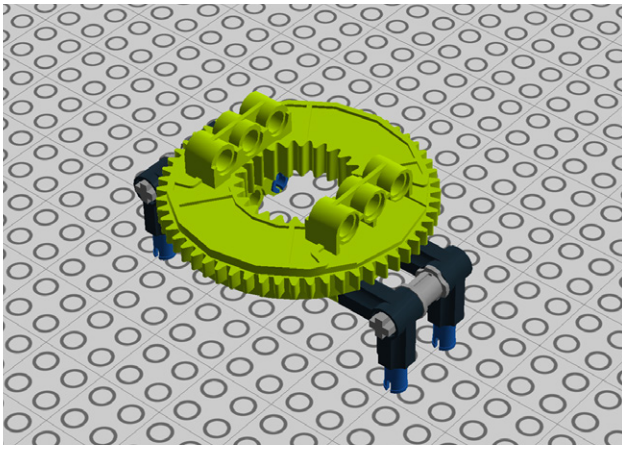

Figure 7-47. *Step 40: Attaching the angle assembly to the turntable*
40. Connect the assemblies you just built to a turntable, as shown in Figure 7-47